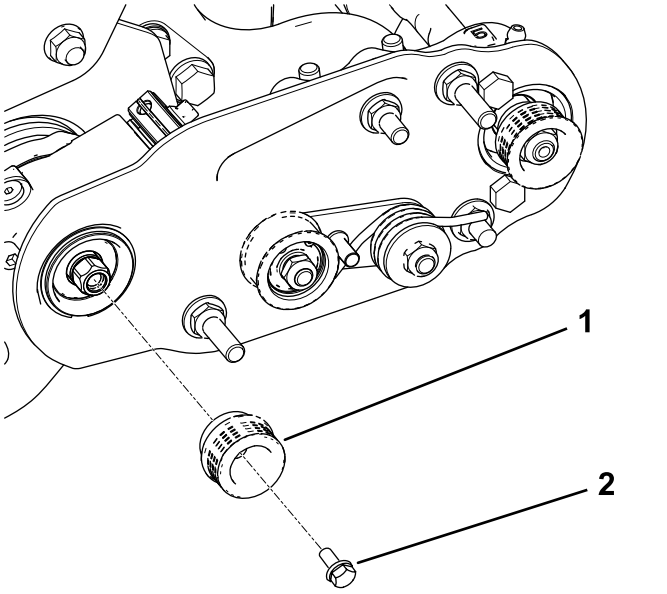

Figur 15
2. Montera drivskivan på trimmaraxeln (Figur 15).
3. Stryk på blå gängtätningsmassa på flänsskruven och använd skruven för att fästa remskivan vid drivaxeln. Se Figur 15.